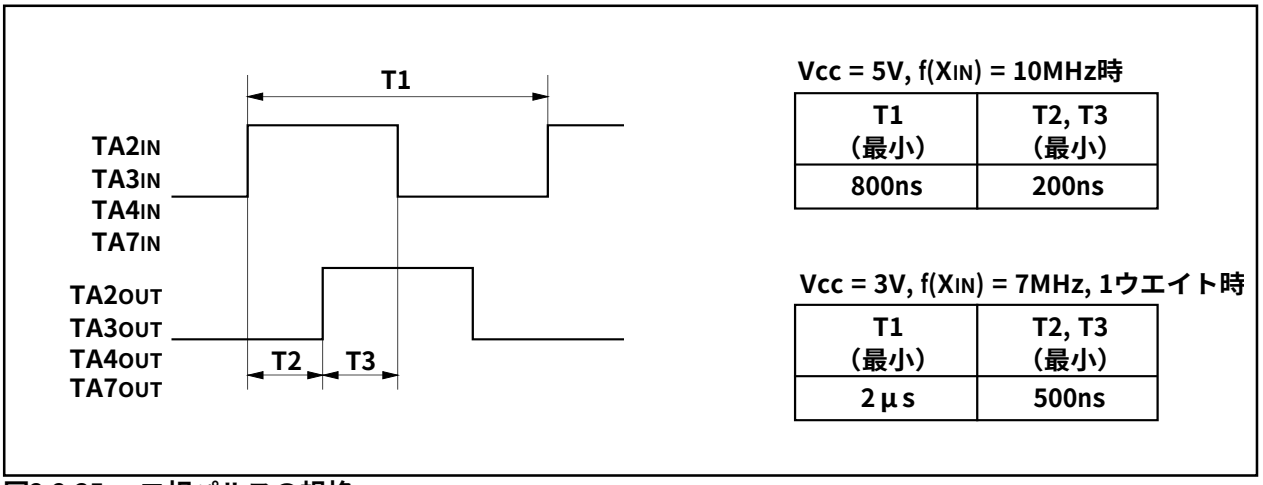

図2.2.35. 二相パルスの規格
(3) 二相パルス信号処理機能で使用する二相パルス(TAiIN、TAiOUT(i=2～4、7)端子への入力信号) のずれは図2.2.35に示す規格を満たしてください。
(4) フリーランタイプ選択時、カウントを停止した場合は、タイマを再設定してください。